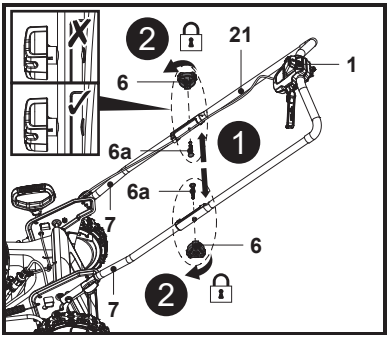

Rys. 3
1. Przytrzymać uchwyt górny (5) tak, aby przełącznik bezpieczeństwa (1) był skierowany do góry.
2. Wyrównać otwory montażowe w uchwycie górnym (5) z otworami w uchwycie dolnym (7).
3. Przełożyć śrubę montażową (6a) do końca przez otwory montażowe (rys. 3, krok 1).
4. Zamocować uchwyt górny (5) do uchwytów dolnych (7), dokręcając w prawo pokrętło blokujące (6) na gwincie śruby montażowej (6a) (rys. 3, krok 2).
5. Sprawdzić, czy linka sterująca (21) biegnie po wierzchniej stronie uchwytu górnego (5) i dolnego (7).